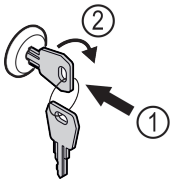

Fig. 125 Reprezentare exemplificatoare
▶ Introduceți cheia prin apăsare *Fig. 125 (1)*.
▶ Rotiți cheia cu 90° în sensul acelor de ceasornic *Fig. 125 (2)*.